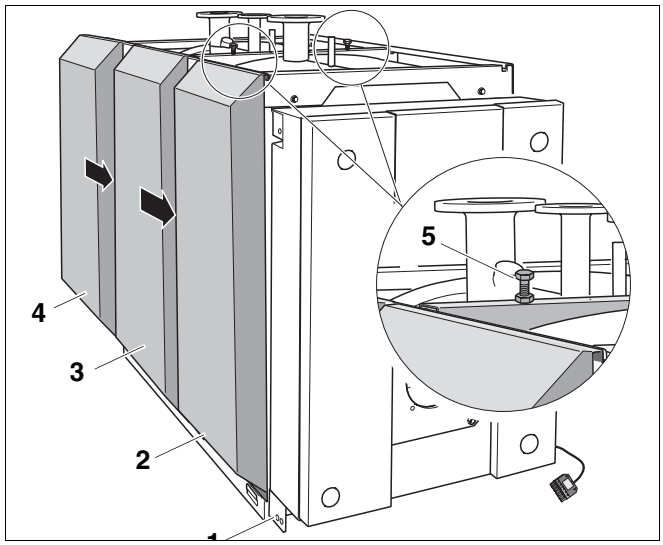

Fig. 32 Montaggio del pannello laterale posteriore e centrale sinistro
Per facilitare il montaggio del pannello laterale centrale e posteriore (fig. 32, **pos. 3** e **pos. 4**), durante l'operazione di aggancio lasciare una distanza sufficiente per le mani fra i pannelli laterali.
- Posizionare il pannello laterale centrale (fig. 32, **pos. 3**) dietro le linguette del telaio caldaia ed agganciarlo con la piegatura sulla traversa laterale.
- Spingere il pannello laterale centrale (fig. 32, **pos. 3**) a contatto con il pannello laterale anteriore (fig. 32, **pos. 2**).
- Posizionare il pannello laterale posteriore (fig. 32, **pos. 4**) dietro le linguette del telaio caldaia ed agganciarlo con la piegatura sulla traversa laterale.
- Spingere il pannello laterale posteriore (fig. 32, **pos. 4**) a contatto con il pannello laterale centrale (fig. 32, **pos. 3**).
- Regolare la traversa centrale con le 2 viti di regolazione (fig. 32, **pos. 5**) in modo tale che i pannelli laterali risultino paralleli.